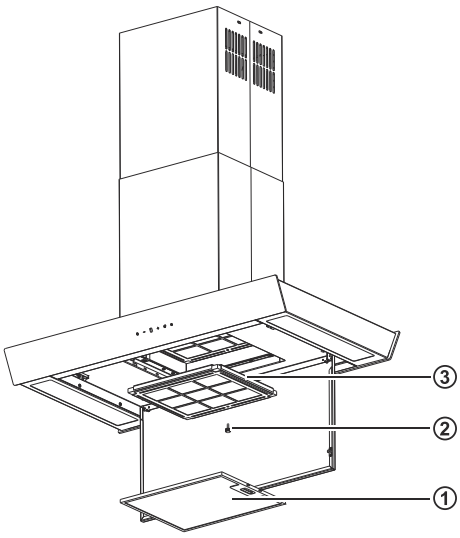

Abb. 20: Aktivkohlefilter- Pad herausnehmen
2. Lösen Sie die Rändelschraube (Abb. 20/2) an der Kohlefilter-Abdeckung. Nehmen diese Abdeckung ab und entnehmen das Aktivkohlefilter- Pad (Abb. 20/3+1).